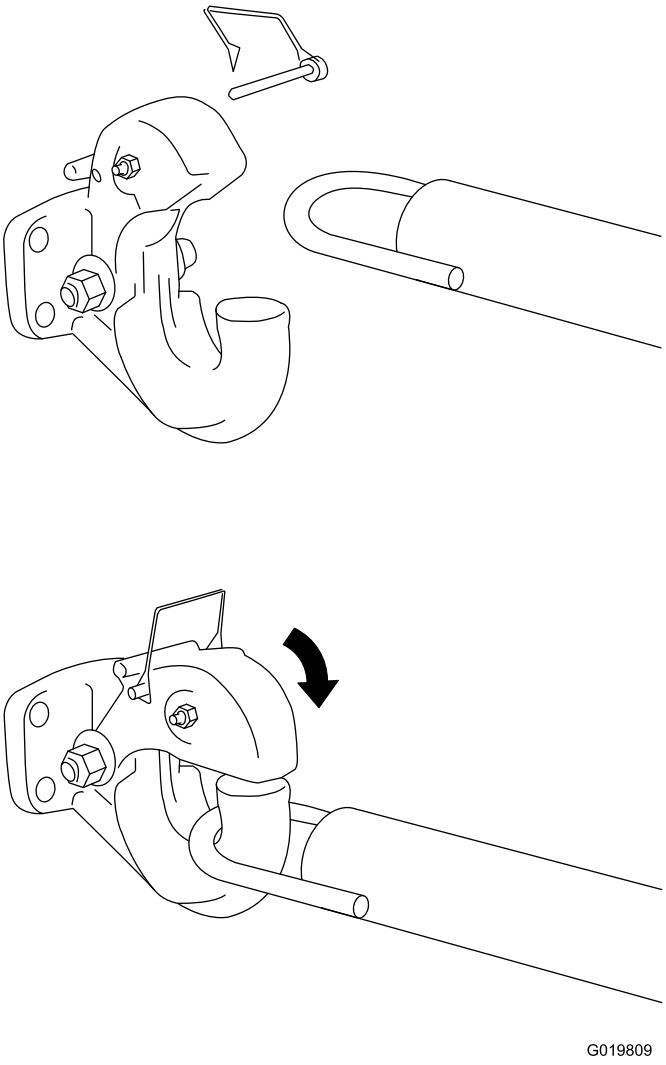

Figure 21
1. Remove the pin from the pintle hitch and open it (Figure 21).
2. Position the ring on the tow pole onto the hook of the pintle hitch (Figure 21).
3. Close the top of the pintle hitch and secure it with the pin (Figure 21).